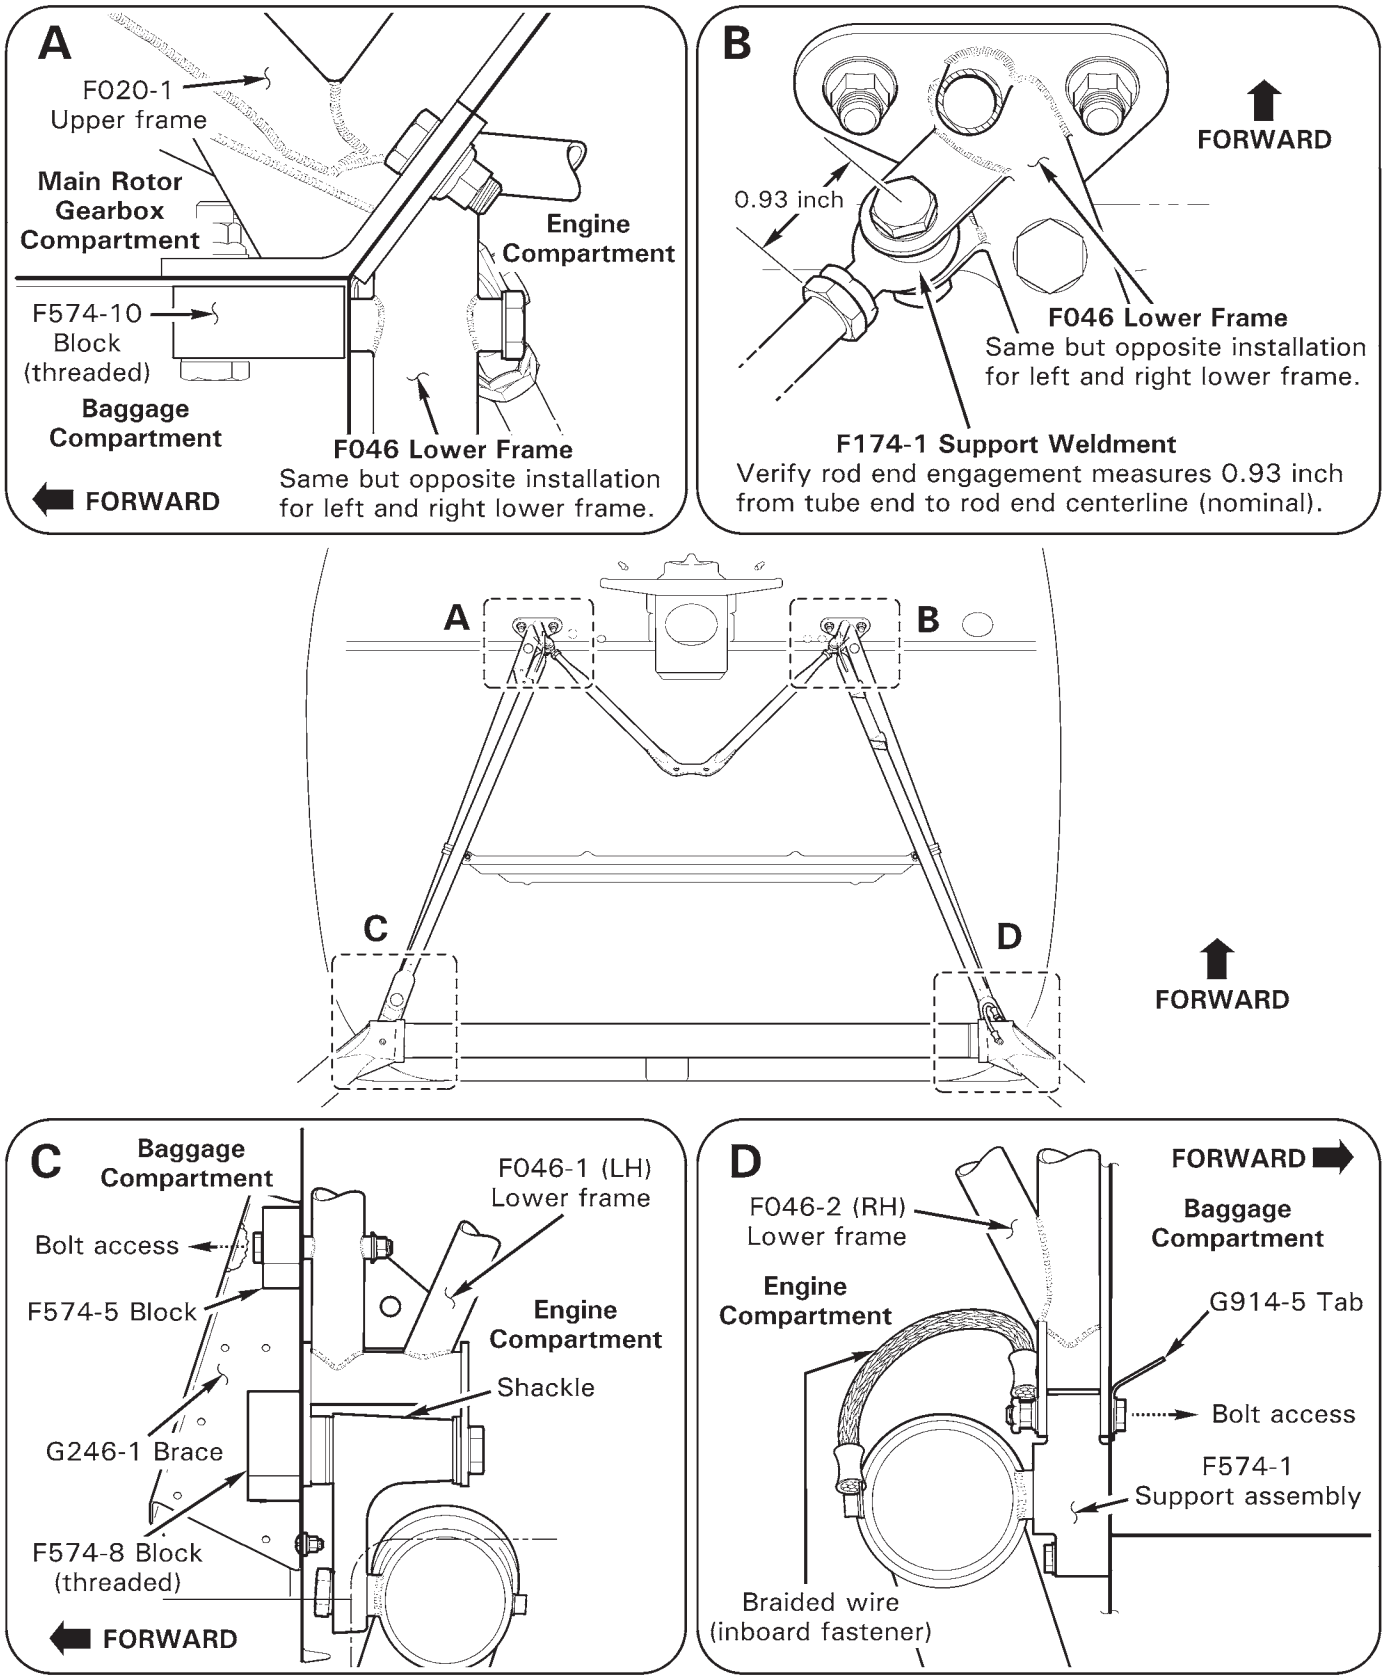

FIGURE 53-2 LOWER FRAMES
2. Refer to Figure 53-2.
a. F046-1 (LH) only: Remove hardware securing power turbine governor control cable clamps, F723-3 line assembly clamp, and firewall clamp to F046-1 lower frame.
b. F046-2 (RH) only: Remove hardware securing battery cable harness clamp, external power block, and firewall clamp to F046-2 lower frame.
a. F046-1 (LH) only: Remove hardware securing frame to F574-5 block (access bolt thru G246-1 brace, inside baggage compartment). Remove hardware securing shackle and frame to F574-8 block (threaded).
b. F046-2 (RH) only: Remove hardware securing frame to F574-1 support assembly (access bolts from inside baggage compartment).
1. Refer to Figure 53-2.